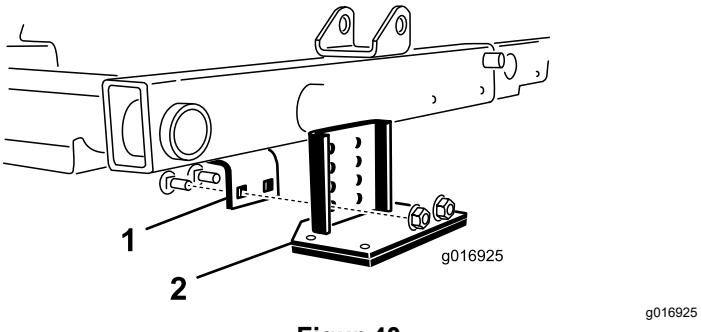

Figur 40
2. Lokalisera ramfästet ovanför mittklippenheten (Figur 40).
3. Medan den främre rullen på mittklippenheten trycks ner, fastställ vilka hål på tippfästet som är i linje med hålen på ramfästet för att uppnå samma kontakt med rullen när tippfästet har monterats (Figur 40).
4. Sänk ner klippenheterna och montera tippfästet på ramen med de två vagnskruvar och muttrar som medföljer satsen (Figur 40).